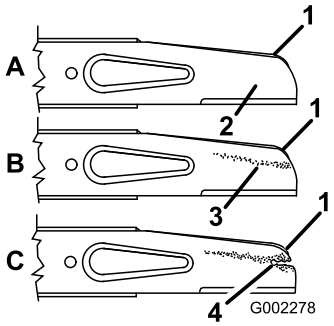

Figur 24
2. Avlägsna knivbulten, låsbrickan, acceleratorn och kniven (Figur 24).